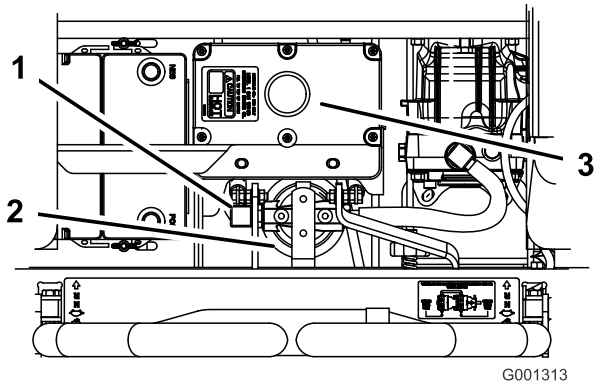

Figur 67
4. Fjern den højre hydraulikslang, der går ind i adapteren (Figur 67).
6. Monter højre hydraulikslange på adapteren (Figur 67).